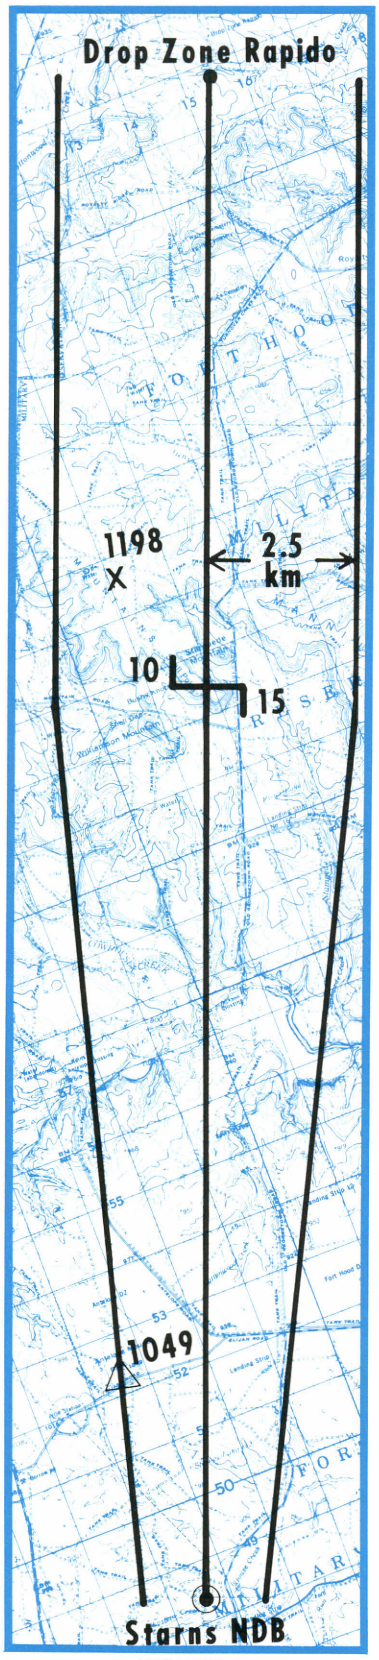

FIGURE 1
Take as an example a flight from Drop Zone (DZ) Rapido (PK 155 719) to STARNS nondirectional beacon (NDB) (figure 1). The route is 25 kilometers (km) long, requiring a safety zone 3 km on each side of the airway to a point 15 km from the beacon. From that point, the safety zone narrows to a zone 1 km on either side of the beacon.